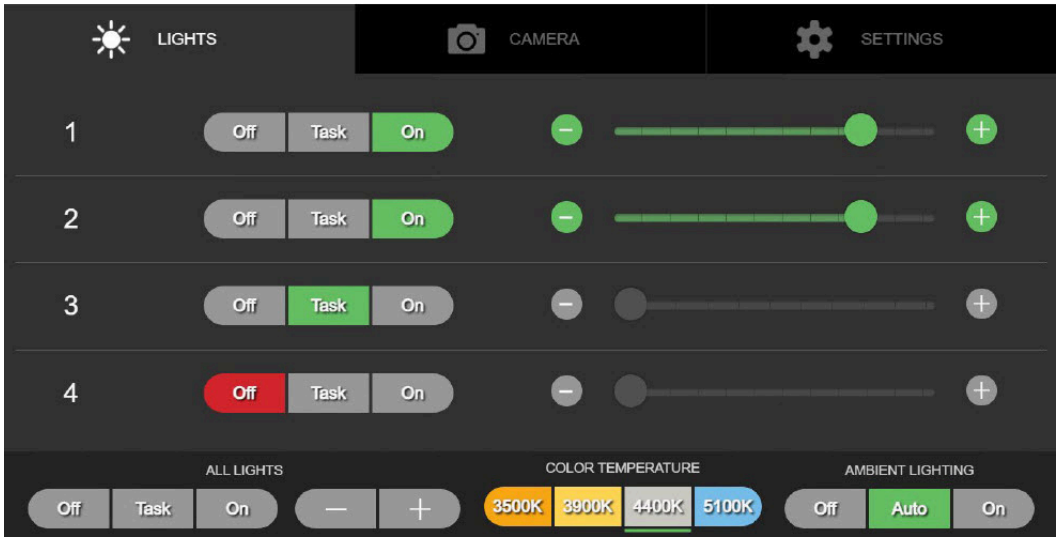

Figure 6-6. Augmentation ou diminution simultanée de l'intensité lumineuse pour toutes les coupoles
4. Il est possible d'augmenter ou de diminuer simultanément l'intensité de toutes les coupoles connectées à un système (jusqu'à quatre) à l'aide des boutons (-) et (+) visibles sous l'intitulé All Lights (Tous les éclairages). Voir *Figure 6-6*.